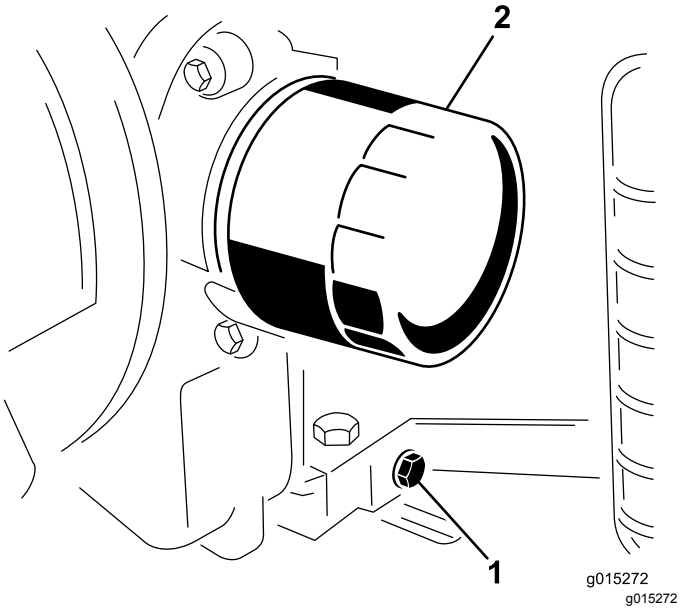

Figur 15
4. Placer en bakke under olieaftapningsproppen. Afmonter aftapningsproppen, og lad olien løbe ud (Figur 15).